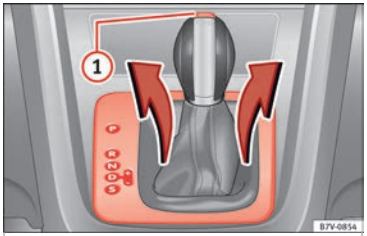

Fig. 49 Remove the lining from the area of the gear indication
- Pull the cover up around the dust guard on the gear selector lever ›› **Fig. 49**.
- Press the lock button ››› Fig. 49 (1) on the gear selector lever knob and place the gear selector lever in the **N** position.